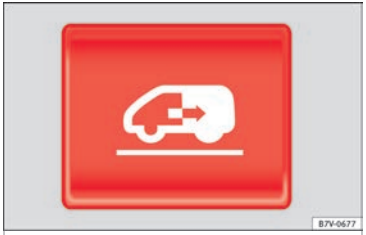

Afb. 135 Op het dashboard, op de wagensleutel en op de binnenbekleding van de schuifdeur: knop voor openen en sluiten van een elektrische schuifdeur.
Schuifdeur elektrisch openen.	Druk op de knop ››› **afb. 135** op het dashboard, op de wagensleutel of op de binnenbekleding van de schuifdeur. De schuifdeur wordt met de sluitkrachtbegrenzing geopend als de knop niet opnieuw wordt ingedrukt.
Schuifdeur elektrisch sluiten.	Druk op de knop ››› **afb. 135** op het dashboard, op de wagensleutel of op de binnenbekleding van de schuifdeur. De schuifdeur wordt met de sluitkrachtbegrenzing gesloten als de knop niet opnieuw wordt ingedrukt. Tijdens het sluiten van de schuifdeur klinkt er een waarschuwingssignaal.
- Druk de knop ⊟ ››› **afb. 135** in en houd de knop ingedrukt. **De schuifdeur wordt met maximale kracht gesloten!**